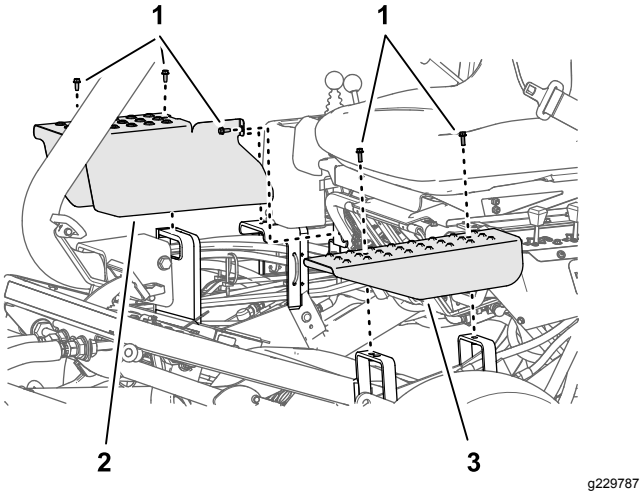

Figura 51
2. Retire los pernos que sujetan la cubierta del cilindro de elevación que está ajustando a los soportes de montaje del chasis (Figura 51).